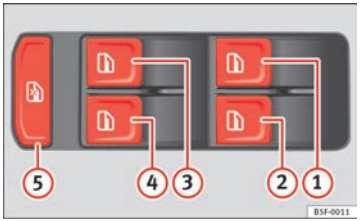

Fig. 58 Pormenor da porta do condutor: comandos para os vidros dianteiros e traseiros
Os botões ⇒ Fig. 58 (1), (2), (3) e (4) têm duas posições para a abertura e outras duas para o fecho dos vidros. É assim mais fácil controlar a abertura e o fecho.